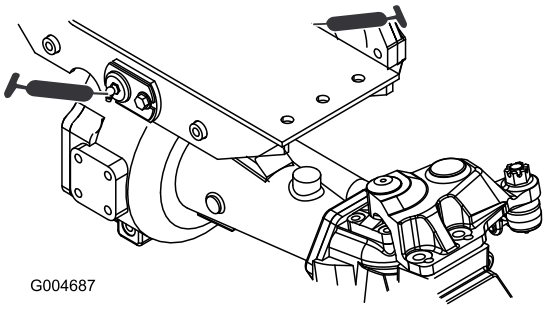

Figura 39
- Casquilhos articulados do eixo dianteiro e traseiro (2) (Figura 39)